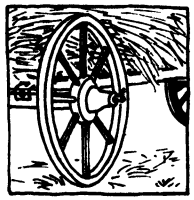

Рис. 205
80. Как меняются по величине проекции спиц колеса на землю при движении телеги (рис. 205)?